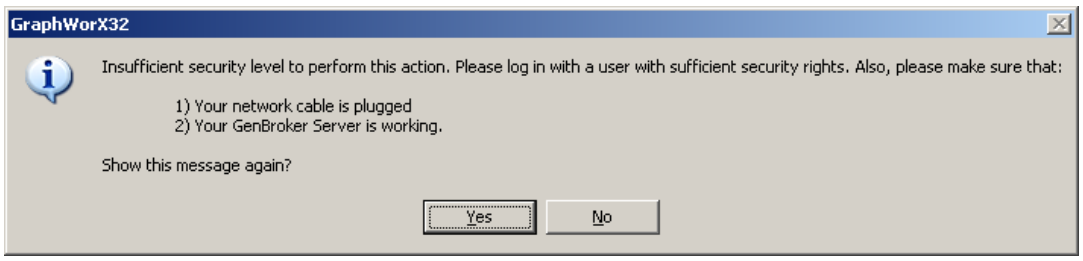

Figure L16.17 - Insufficient Security Level
4. Click on one of the Mixers to open the popup window. The security warning appears, as shown in Figure L16.17.
12. Select "Configure" from the GraphWorX32 Runtime menu. The message in Figure L16.17 will become visible again, because the user BARNEY does not have permissions to return to configuration mode.